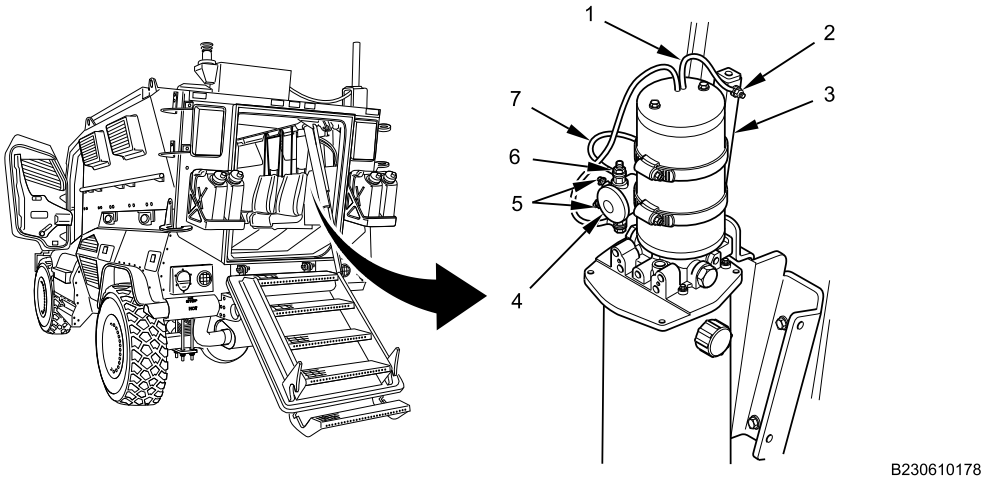

Figure 1. Rear Door/Ramp Solenoid Connections.
1. Remove nut (Figure 1, Item 2), lockwasher, and ground wire (Figure 1, Item 1) from door/ramp motor bracket (Figure 1, Item 3). Discard lockwasher.
2. Remove nut (Figure 1, Item 6), lockwasher, and solenoid battery wire (Figure 1, Item 7) from solenoid (Figure 1, Item 4). Discard lockwasher.
3. Remove two nuts (Figure 1, Item 5), two lockwashers, and two control wires from solenoid (Figure 1, Item 4). Discard lockwashers.